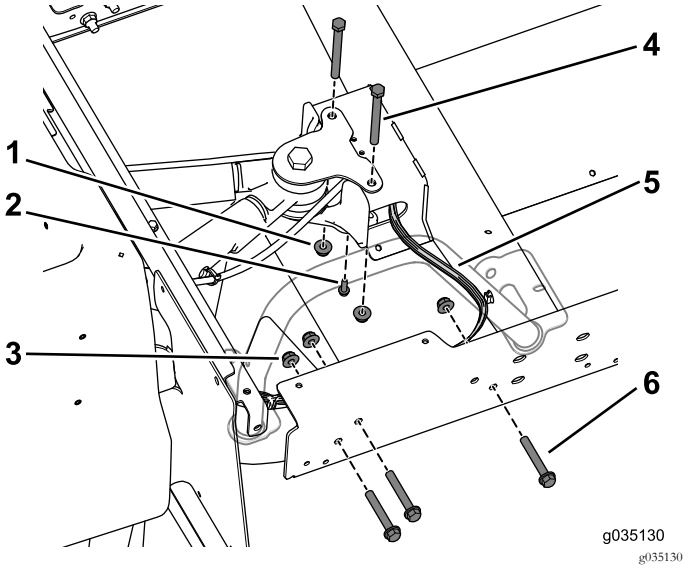

Figura 76
8. Utilizzate i 3 bulloni (3/8" x 2½") e i dadi flangiati per montare, senza serrarla, la guida dell'estensione sul telaio posteriore (Figura 76). Effettuate questa operazione su entrambi i lati della macchina.
Nota: Assicuratevi che il cablaggio preassemblato esca dal canale centrale sul lato destro (Figura 76).
9. Utilizzate la vite autofilettante (¼" x ¾") sul raccordo a T della tubazione del freno sul canale centrale (Figura 76).
10. Utilizzate i 2 bulloni (3/8" x 3¾") e i dadi flangiati per montare, senza serrarlo, il canale centrale sul supporto posteriore (Figura 76).